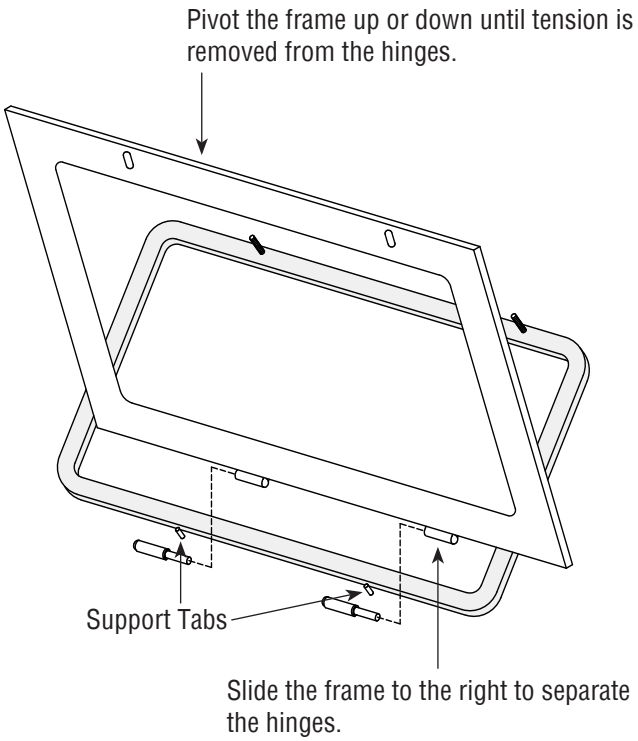

FIGURE 10
6.6 | Window-Frame Removal – Figure 10
6.6.4 | To remove, slide the frame to the right. The hinges separate, as shown in **Figure 10**.